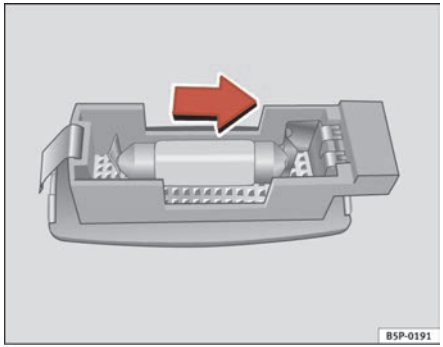

Fig. 196 Removing sunroof light
– Carefully remove the lamp, using the flat side of the screwdriver, as shown in the figure ⇒ fig. 196.
– Remove the bulb, moving it in the direction of the arrow and outwards ⇒ fig. 196. ■